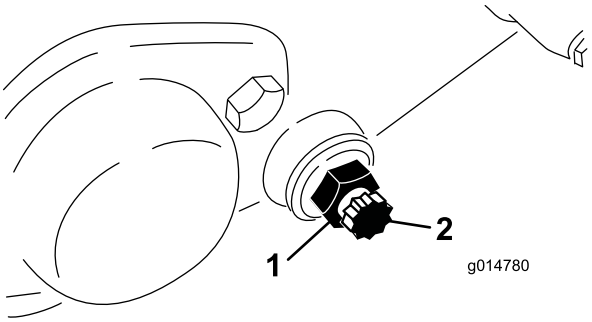

**Figur 59**
3. Lossa kontramuttern som håller fast bulten på underknivsstången på vardera sidan av maskinen (Figur 59).
4. Ta bort bulten till underknivsstången så att denna kan dras nedåt och avlägsnas från maskinen. Spara de två nylonbrickorna och de två stansade brickorna av stål på vardera änden av underknivsstången (Figur 59).